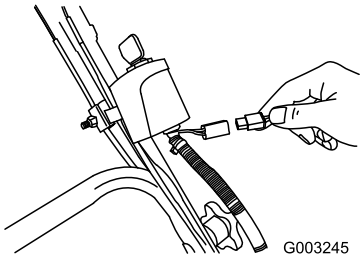

Figur 38
1. Anslut laddaren till gräsklipparens ledningsnät, som finns nedanför tändningsnyckeln (Figur 38).